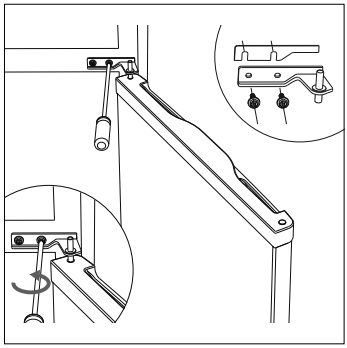

Abb. 7
- Entfernen Sie das mittlere Scharnier (12), in dem Sie die Halterungsschrauben lösen (siehe **Abb. 7**).